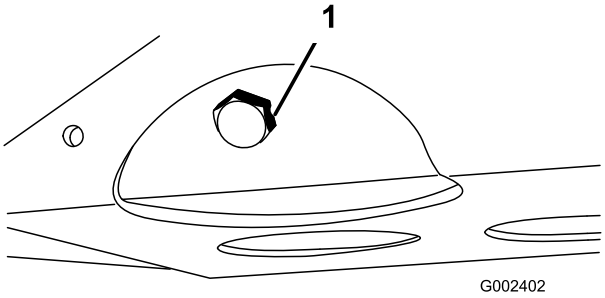

Figur 44
2. Fjern aftapningsproppen, og lad olien løbe ned i en bakke (Figur 44).